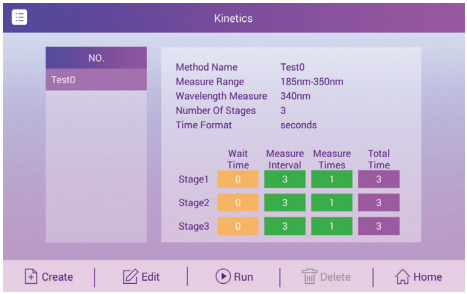

FIG.38
(1) Select the "Other" option in the main screen and click "Kinetics".
(2) By clicking "Create", specify the method setting and select save method to create a new method (If there is no current kinetic method, it will automatically go to the kinetic method creation page), as shown in FIG.38.